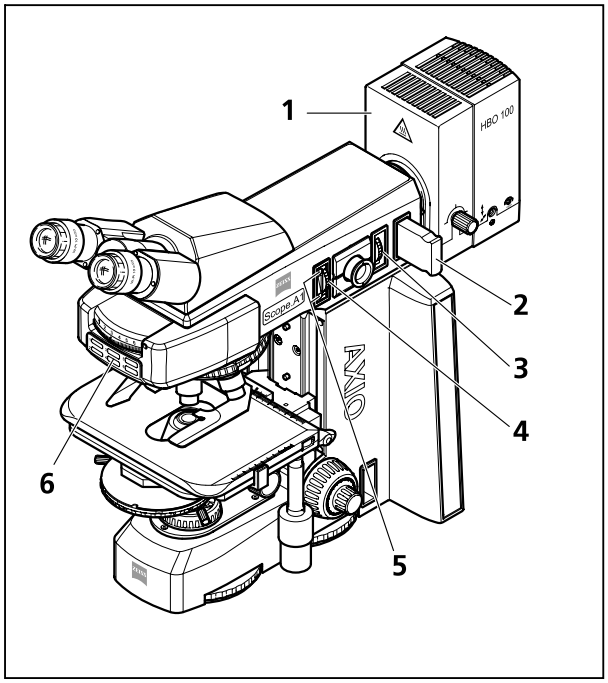

Bild 4-18 Komponenten zur Auflicht-Fluoreszenz
- Lichtweg im Auflichtilluminator über Sperrposition des Filterschiebers Auflicht (Bild 4-18/**2**) vorerst noch versperrt halten.
- Die Leuchte HBO 100 oder HBO 50 (Bild 4-18/**1**) einschalten und ca. 15 min auf Betriebstemperatur erwärmen lassen.
- Am Reflektorrevolver / -schieber (Bild 4-18/**6**) das Reflektormodul FL P&C mit der gewünschten Fluoreszenz-Filterkombination (je nach Anregungsart) auswählen und einschalten.
- Lichtweg im Auflichtilluminator mit Filterschieber Auflicht (Bild 4-18/**2**) freigeben.
- Ein Okular aus dem Tubus herausnehmen und mit dem Auge die Aperturblendeneinstellung vornehmen. Hierbei die Aperturblende (Bild 4-18/**3**) so weit öffnen, dass sie die volle Objektivaustrittspupille freigibt.
- Okular wieder in Tubus einstecken und Leuchtfeldblende (Bild 4-18/**4**) soweit schließen, dass sie im Sehfeld sichtbar wird.
- Mit den beiden Zentrierschrauben (Bild 4-18/**5**) Leuchtfeldblende zum Sehfeldrand zentrieren.